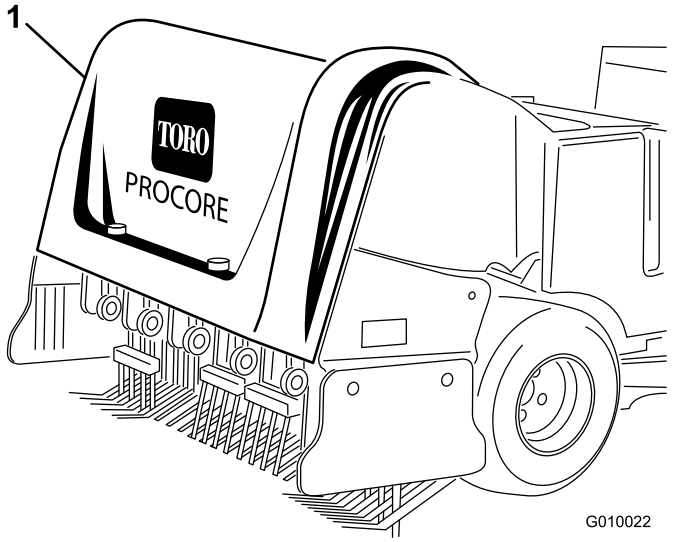
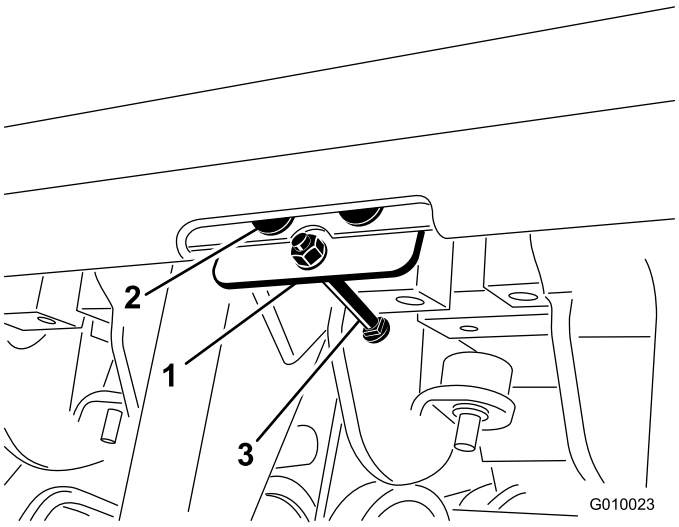

Figur 7
Figur 8
1. Fest panserplaten til bakre panser med tre popnagler (Figur 7 og Figur 8).
3. Før inn bolten gjennom panserplaten (Figur 8).
4. Fest bolten til panserplaten med en låsemutter (nr. 10) (Figur 8).